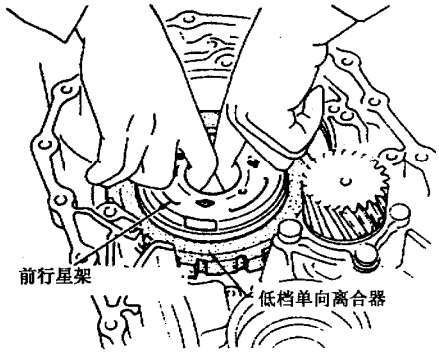

图 9－12－44
⑦如图 9－12－47 所示，用塞尺检测小齿轮垫圈与行星架之间的间隙，标准间隙应为 0.15～0.70mm，允许极限为 0.80mm，如果间隙值超过允许极限则更换前行星架。
(35) 拆下后行星架总成和后太阳轮。